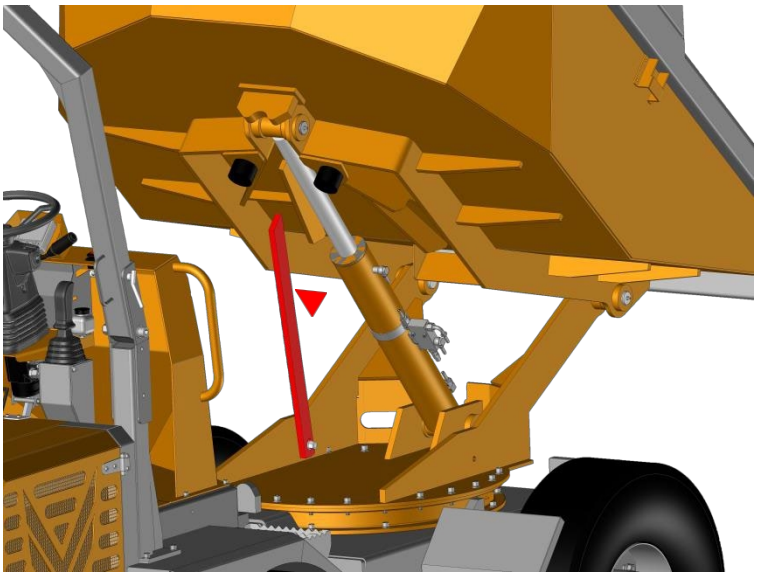

Figure 34. Accès sous la cuvette.
f. Effectuer des réparations sur le vérin hydraulique et sa vanne d'arrêt sous la benne : ouvrir la béquille et la soulever sous la benne pour fixer sa position (figure 34), abaisser la benne jusqu'à ce qu'elle repose fermement sur la béquille.